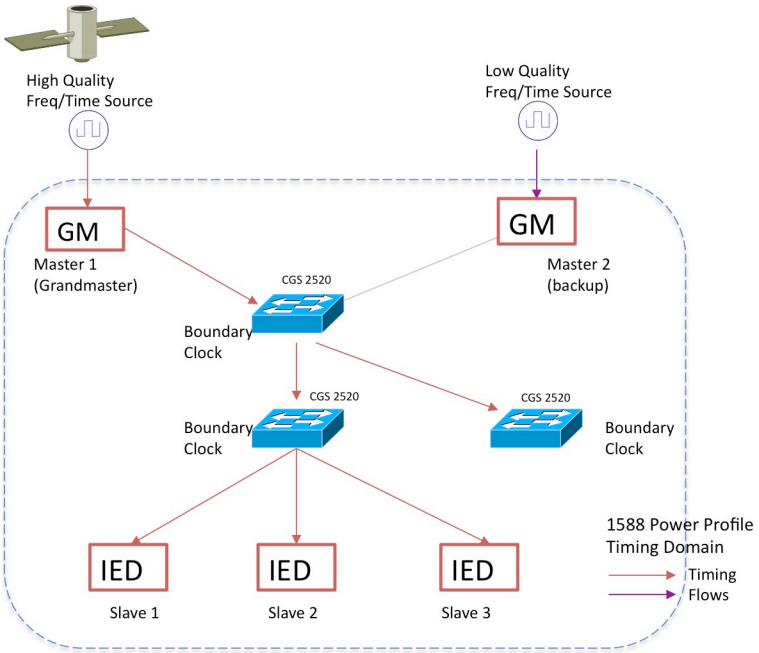

Figure 2 Substation PTP Timing Domain
The IEEE 1588 standard defines a hierarchical set of clocks maintained by the use of the PTP. In each timing domain, there is one or more Grand Master (GM) clock source usually synchronized to a GPS clock. See Figure 2.
This document focuses on devices using the 1588 Power Profile clock distribution. Figure 2 depicts the hierarchy of clock sources and clients connected by the Cisco CGS 2520 devices in a substation.